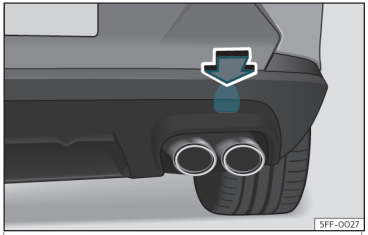

Fig. 45 On the right side of the rear bumper: remove the cover.
The housing of the screw towing eye is on the right side of the rear bumper behind a lid >>> **Fig. 45**.
- Press the upper side of the lid››› Fig. 45 to unclip it.